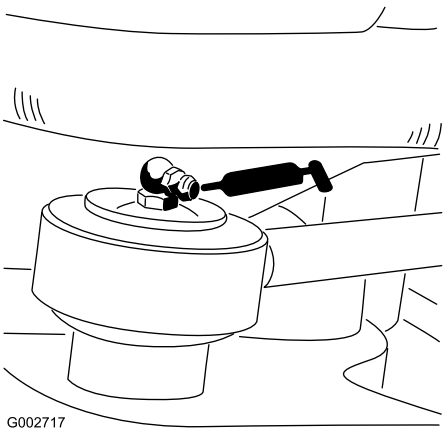

Figur 24
- Styrcylinderns stavände (1) (Endast modell 08705) (Figur 24)